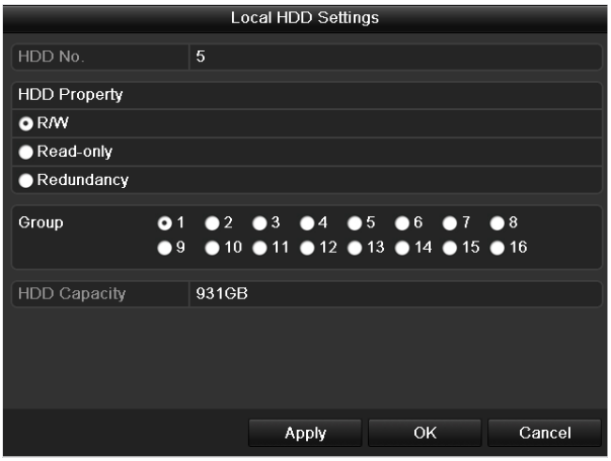

Figure 12-15 Set HDD Property
Step 2 Select HDD from the list and click the icon to enter the Local HDD Settings interface, as shown in Figure 12-15.